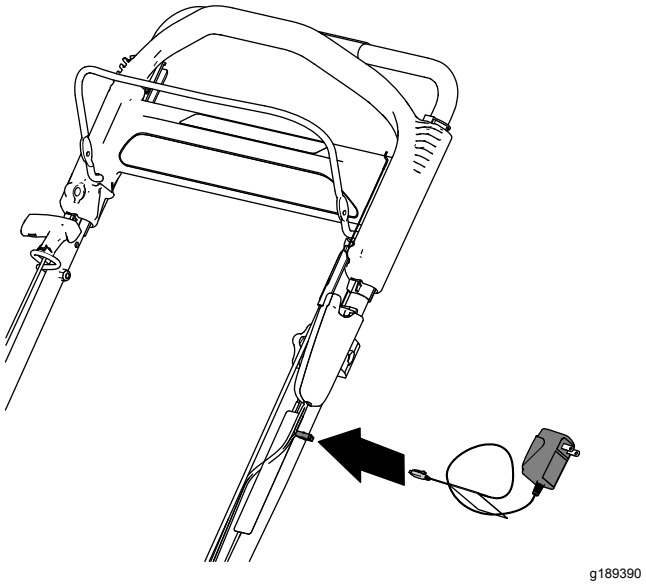

Rysunek 29
1. Podłącz ładowarkę do wiązki przewodów znajdującej się pod przyciskiem rozrusznika elektrycznego (Rysunek 29).